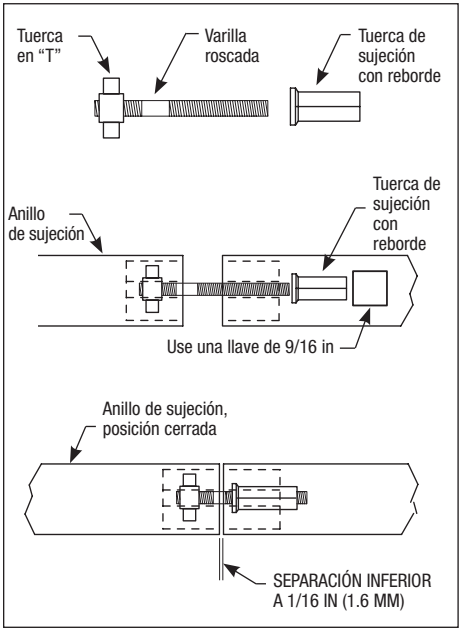

Figura 7. Conjunto del anillo de sujeción del filtro
4. Apriete la tuerca con una llave de 9/16 in (14 mm) hasta que las mitades del anillo de la abrazadera se toquen entre sí o estén a una distancia máxima de 1/16 in (15 mm), tal como se ve en la Figura 7. *No apriete demasiado para evitar que la abrazadera se rompa.* Si no puede apretar como se indica, no use el filtro y *llame a un técnico de servicio de inmediato.*